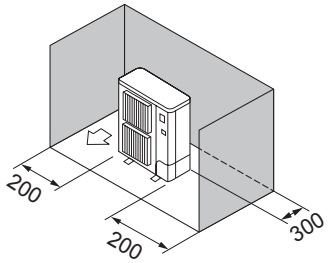

Fig. 2-9
(3) Obstacles uniquement à l'arrière et sur les côtés (Fig. 2-9)